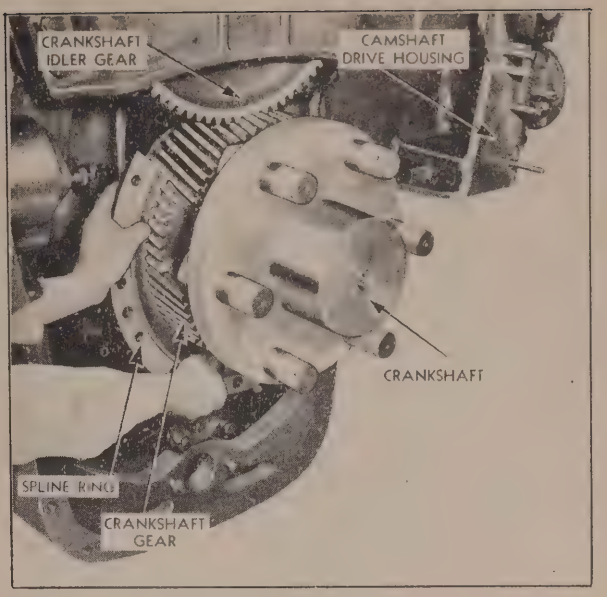

Fig. 9F
21. Roll crankshaft gear over and remove other half of spline ring. (See Fig. 9F.)